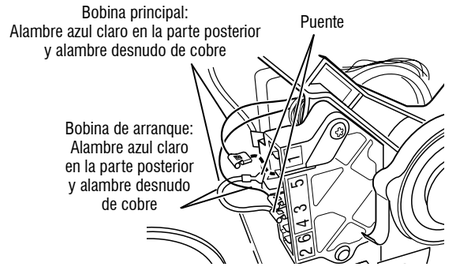

Figura 10: Puntos de medición de las bobinas principal y de arranque
9. Retire el terminal del alambre desnudo de cobre de la patilla 5 del interruptor negro del motor de accionamiento. Consulte la Figura 10.
10. Usando la figura 10 y el Circuito de extracción, verifique los valores de resistencia de las bobinas de arranque y principal del motor como se muestra en la siguiente tabla.
11. Solo en la secadora a gas, verifique el interruptor de la correa desconectando el conector y midiendo la resistencia entre las patillas 1 y 3 del conector del interruptor de la correa, al tiempo que empuja hacia arriba la correa (consulte la Figura 10).